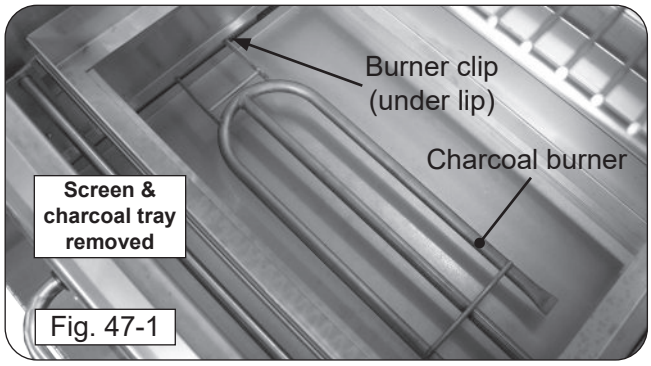

Fig. 47-1
2. Remove the charcoal screen and charcoal tray (see Fig. 47-1).
3. Remove the burner clip that is located on the inner left most wall. It is located toward the bottom, directly to the left of the charcoal burner (see Fig. 47-1 & 47-2). Use a flathead screwdriver to assist in removal.